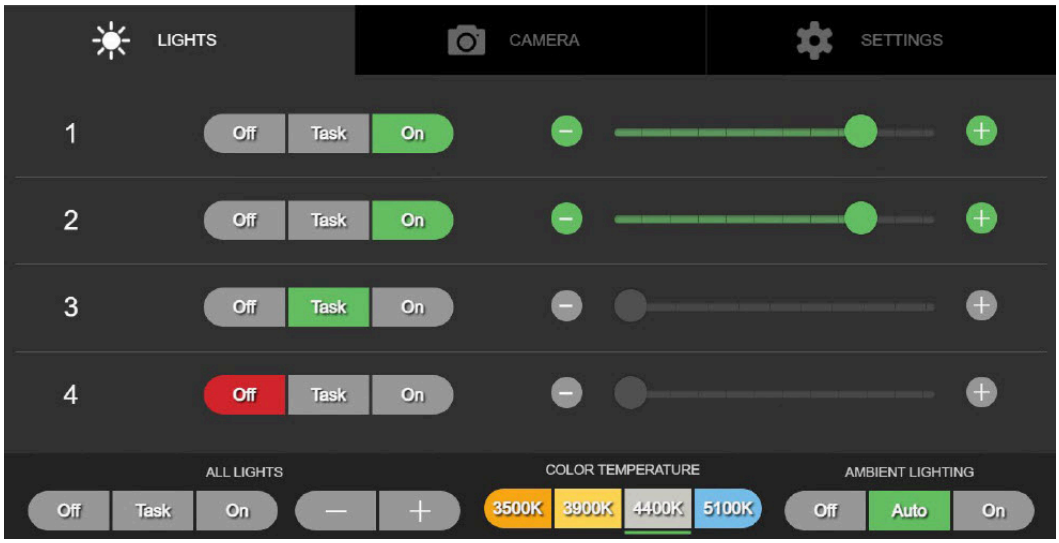

Figure 6-6. Increase or Decrease Light Intensity for All Lightheads Simultaneously
4. All lightheads connected to a system (up to four) can be simultaneously stepped up or down in intensity by using the (-) and (+) buttons under All Lights heading. See *Figure 6-6*.